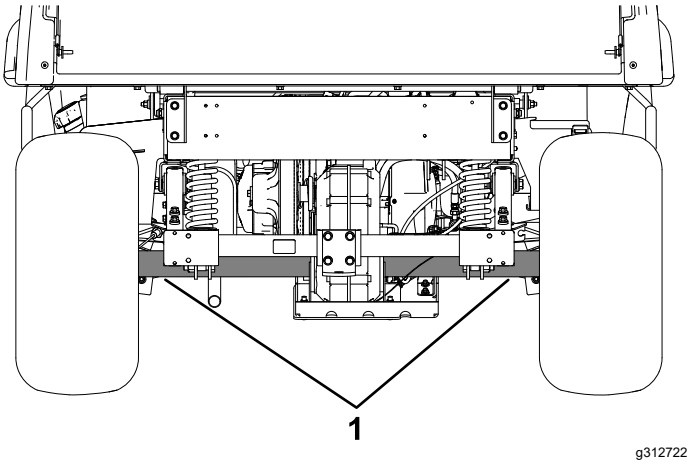

Figur 20
- Lyftpunkten baktill på maskinen sitter under axelrören (Figur 20).